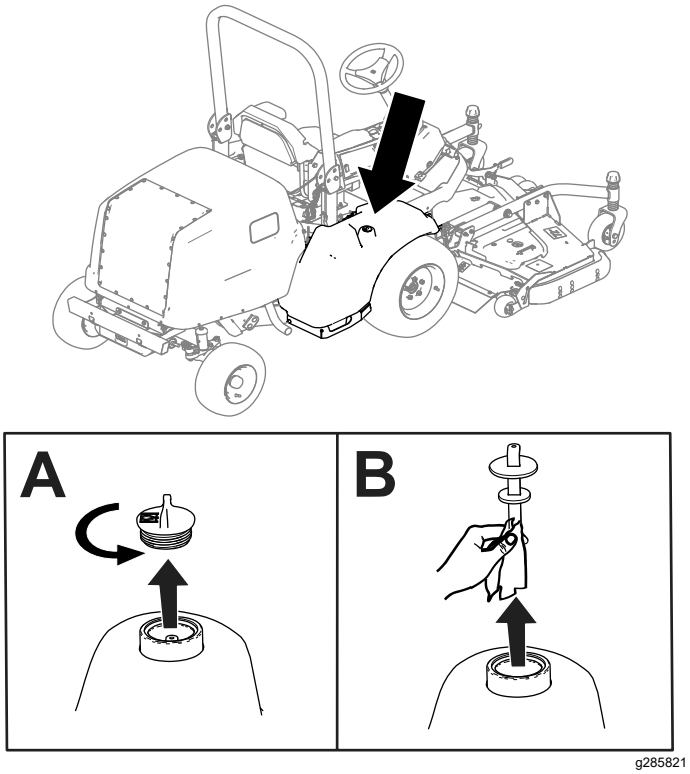

Figura 83
2. Retire el tapón del depósito hidráulico (Figura 83).
3. Retire la varilla del depósito hidráulico y límpiela con un trapo limpio (Figura 83).